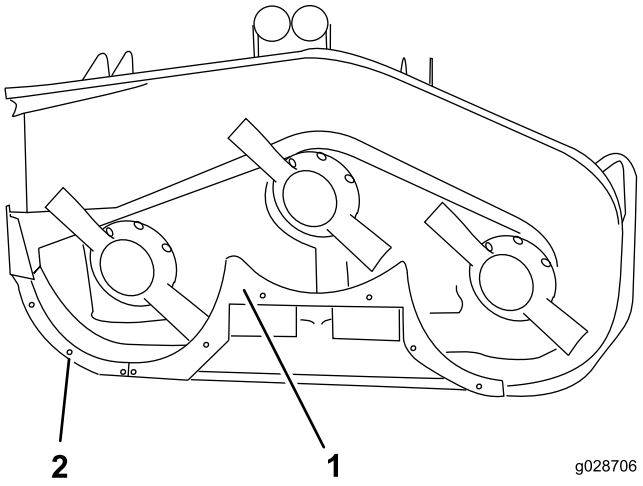

Figura 10
8. Posicione o resguardo traseiro na plataforma (Figura 10).
10. Monte o resguardo traseiro com quatro parafusos (3/8 - 16 x 1 pol.) e quatro anilhas de bloqueio (Figura 10).
12. Fixe o abafador à extremidade da plataforma com dois parafusos (1/4-20 x 3/4 pol.) e duas porcas de bloqueio (Figura 10).
13. Alinhe o resguardo direito com o final do abafador central e a extremidade da plataforma (Figura 10).